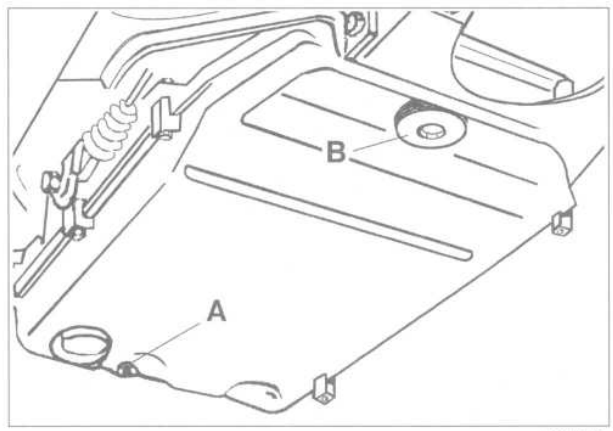

Fig. 28. Drain plug (**A**) and fill plug (**B**) on A5S 310Z transmission.
1. Remove drain plug and drain fluid into container. See Fig. 28.
> *Make sure the O-ring is attached to top of strainer when removing. See Fig. 28.*